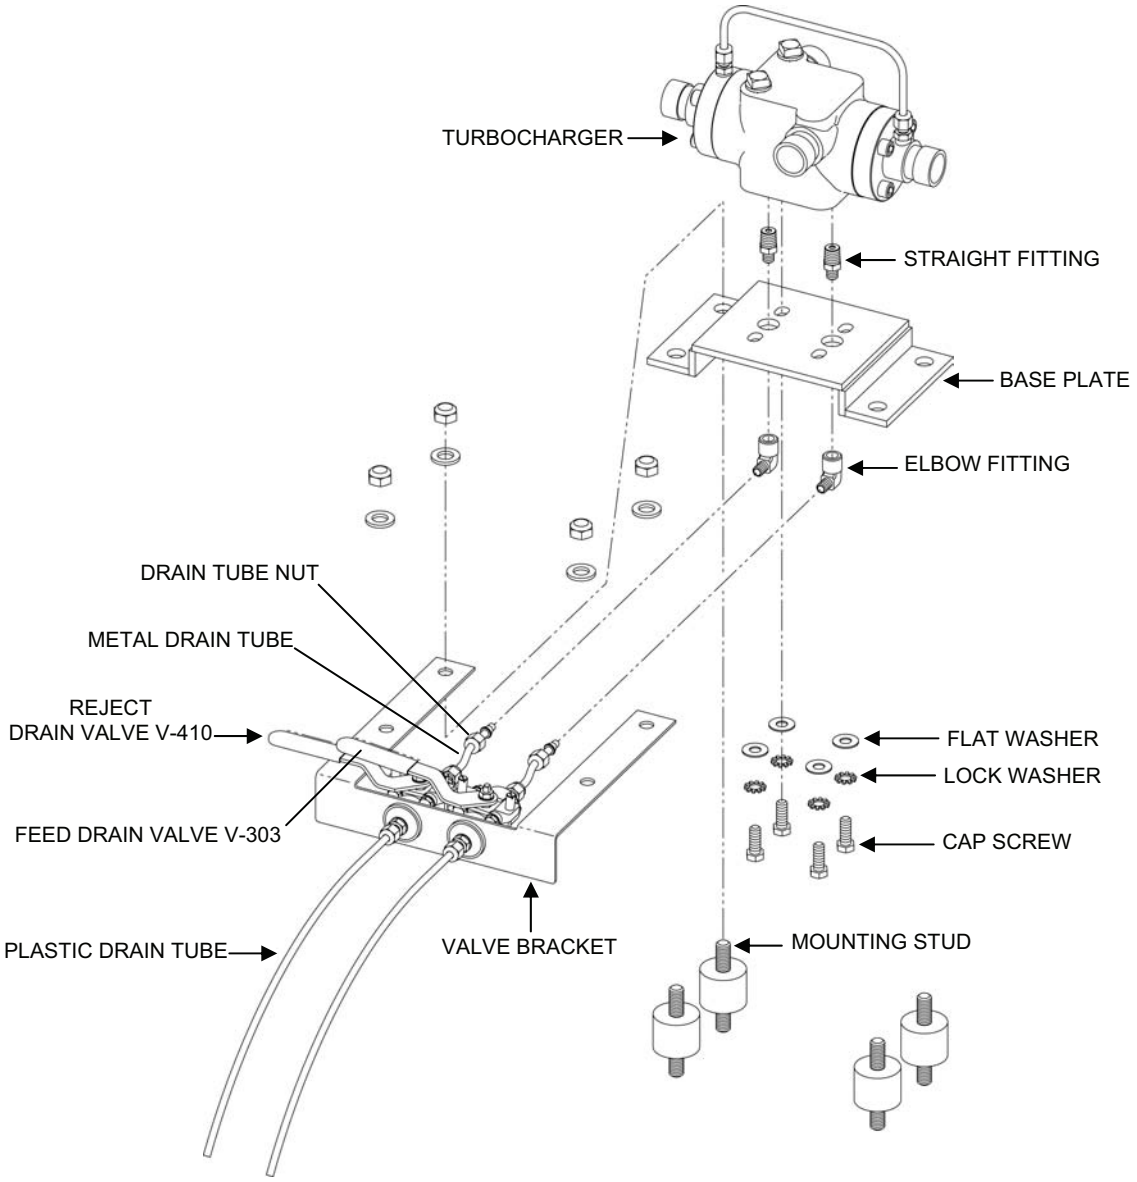

Figure 14. Removal of Pressure Recovery Turbocharger PRT-1 from Its Base Plate.
f. Remove the two turbocharger plastic drain tubes (see Figure 14).
h. Remove the turbocharger valve bracket and set aside (see Figure 14).
2. Remove Pressure Recovery Turbocharger PRT-1 from its base plate as follows (see Figure 14):
3. Install the new turbocharger to the base plate as follows (see Figure 14):
b. Apply corrosion preventive compound to the turbocharger mounting studs that are still threaded into the TWPS floor (see Figure 14).